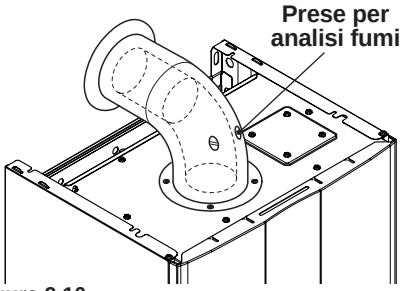

Figura 9.10
- Collegare un analizzatore fumi alle prese di analisi fumi poste sugli scarichi fumi della caldaia Figura 9.10.
- Verificare la combustione della caldaia utilizzando le prese posizionate sui tubi fumo (Figura 9.10) e confrontare i dati misurati con i seguenti.